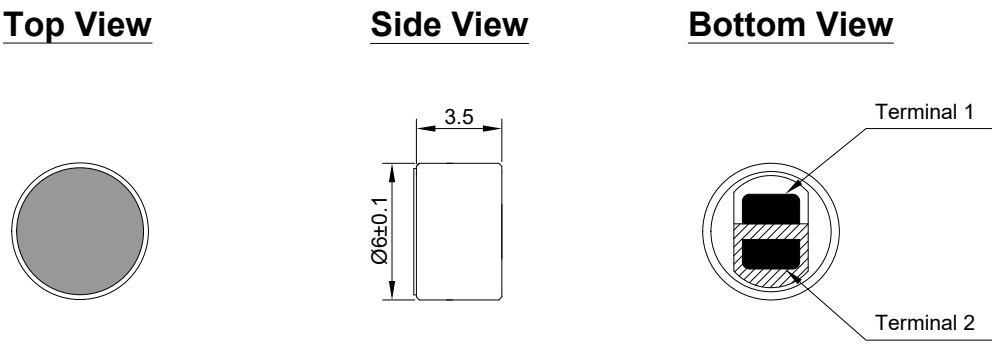

**Figure 4. HMO0603B-60 Mechanical Layout**
**4.3.1.** Layout and Dimension : See Section 6, Figure 4